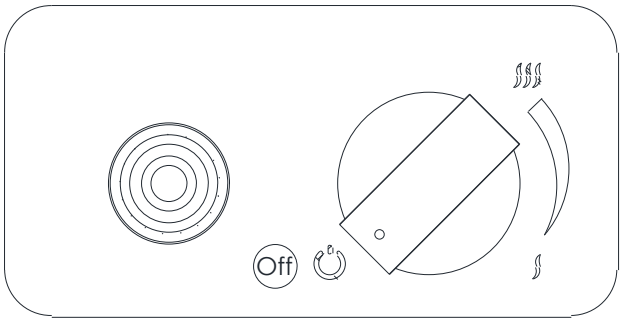

Abb. 17 – Ausschalten des Geräts
- Um das Gerät auszuschalten, drücken und drehen Sie den Knopf gleichzeitig bis zum Anschlag im Uhrzeigersinn (Abb. 17). Die Gaszufuhr wird unterbrochen und die Flamme am Brenner wird ausgeschaltet.